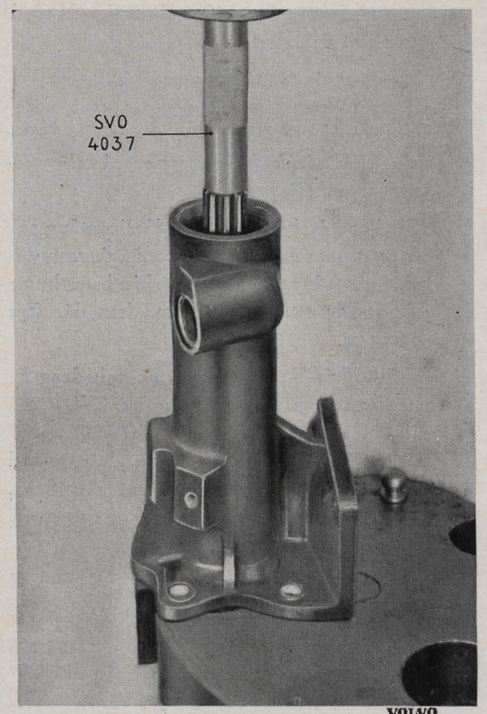

Bild 12. Demontering av huvudaxel.
2. Placera förlängningshalsen i en press och pressa ut axeln. Använd verktyg SVO 4037, bild 12.